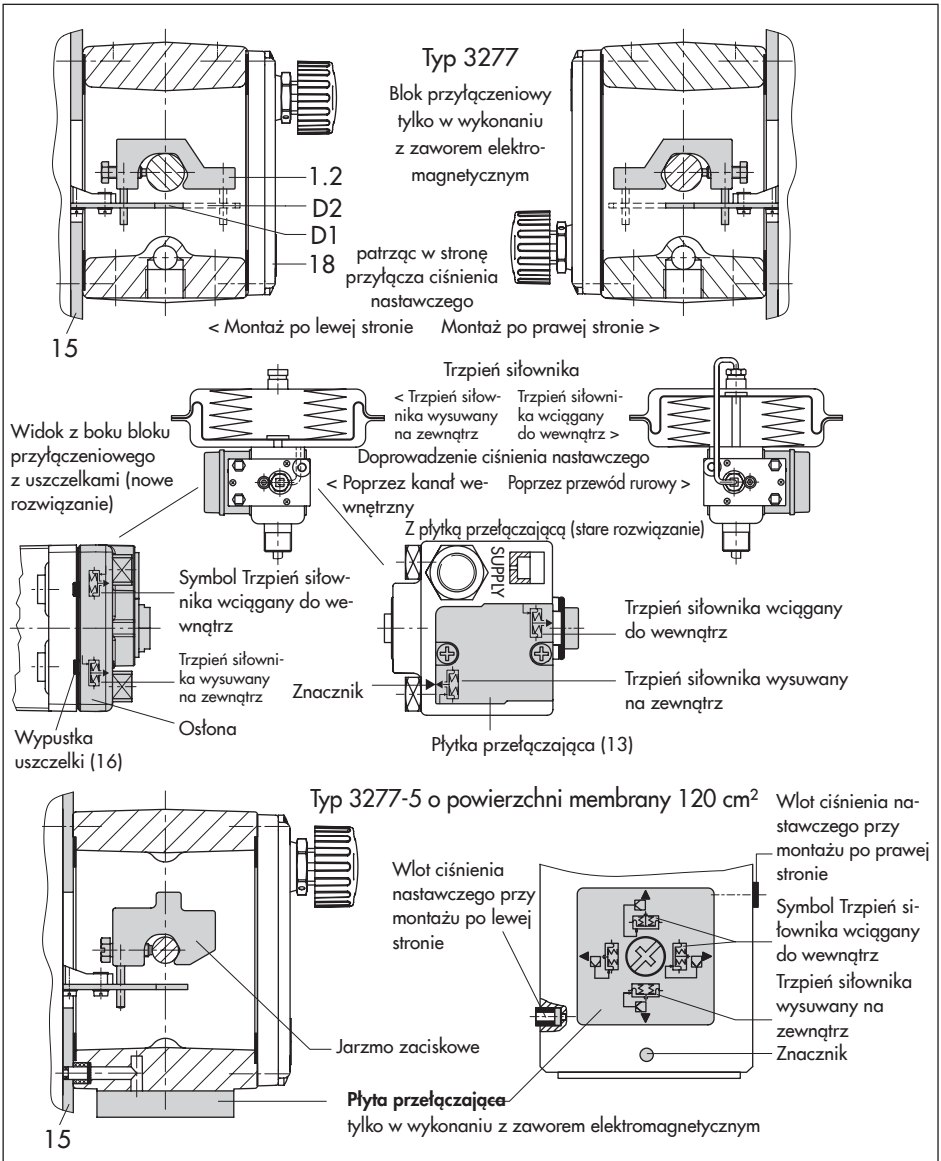

Rys. 2: *Montaż zintegrowany · Montaż jarzma zaciskowego, doprowadzenie ciśnienia nastawczego w wykonaniu z zaworem elektromagnetycznym*
1. Sprawdzić, czy wypustka uszczelki (16) umieszczona z boku bloku przyłączeniowego (Rys. 2, w środku) znajduje się w takim położeniu, żeby symbol funkcji siłownika „trzpień siłownika wysuwany na zewnątrz" lub „trzpień siłownika wciągany do wewnątrz" zgadzał się z wykonaniem siłownika.